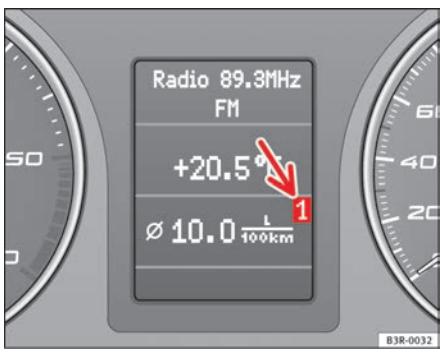

Fig. 58 On-board computer: memory 1
The numbers in the display ⇒ fig. 58 indicates which of the two memories is currently in use. The figure **1** means that the display is showing the information in the single journey memory (on-board computer 1). The figure **2** means that the display is showing the information in the total journey memory (on-board computer 2).
– Press the reset button (B) repeatedly until the on-board computer (memory 1 or 2) ⇒ page 84, fig. 58 is displayed.